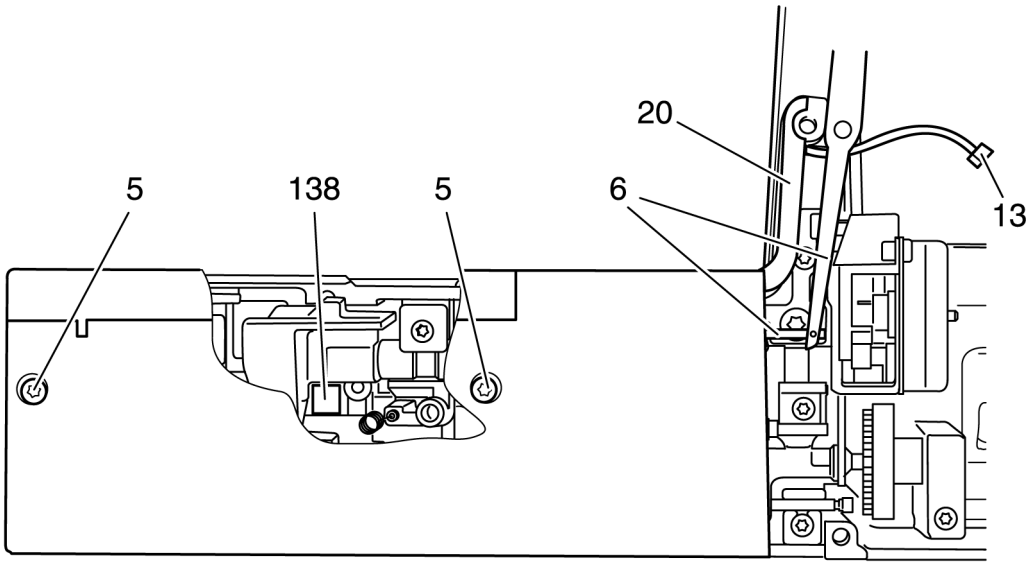

Рис. 109
- Выверните оба винта 5 крышки рукавной платформы (рис. 109).
- С помощью малой отвертки расцепите обе детали механизма переключения 6 (рис. 109).
- Удалите направляющую кабеля 20 (рис. 109).
- Установите датчик контроля выполнения петель 138 вместе с пружиной (рис. 109).
- Сцепите друг с другом обе детали механизма переключения 6 (рис. 109).
- Вставьте вилочную часть кабельного разъема 16 в гнездо платы передней панели машины и оттяните кабель вниз (рис. 109).